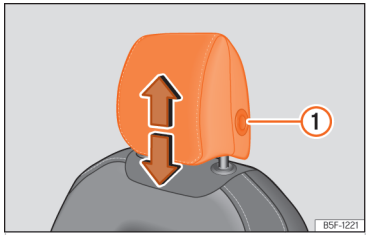
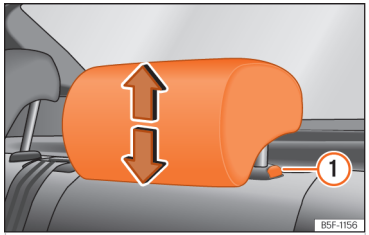

Abb. 97 Vordersitz: Kopfstützeneinstellung.
Abb. 98 Kopfstütze hinten: Kopfstützeneinstellung.
Sie zum Absenken auf gleiche Weise vor und drücken Sie die seitliche Taste ① ››› (Abb. 97) , ››› (Abb. 98).